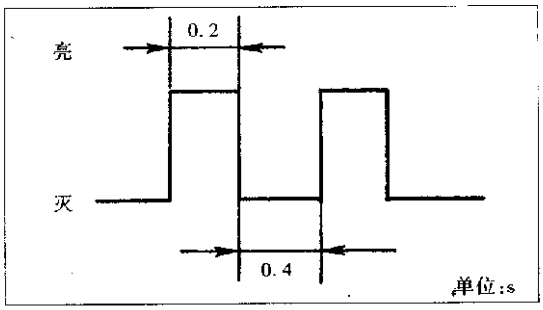

图 12-14-3
(1) 故障防护系统：该系统出现故障时，组合仪表中的巡航指示灯将闪烁，见图 12-14-3。故障检测条件见表 12-15。